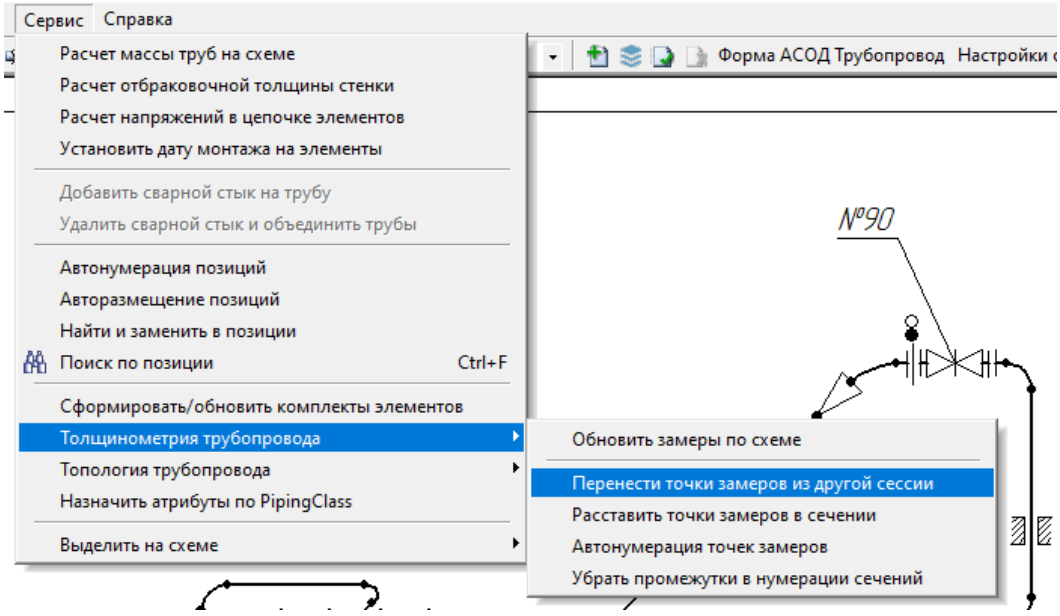

Рис.1.2 – Пункт меню «Сервис» - «Толщинометрия трубопровода» – «Перенести точки замеров из другой сессии»
2.1.1. В диалоговом окне редактора изометрических схем трубопроводов выбрать пункт меню «*Сервис*» – «*Толщинометрия трубопровода*» – «*Перенести точки замеров из другой сессии*» (рис. 1.2).